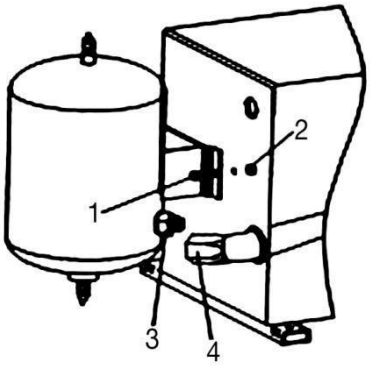

Rys. 11
6. zamontować zbiornik powietrza z tyłu maszyny montażowej (Rys. 11) i zamocować go na nakrętce 1 (Rys. 11) na śrubę dwustronną 2 (Rys. 11), ustala się przewód 4 z dyszy 3 w zbiorniku powietrza.